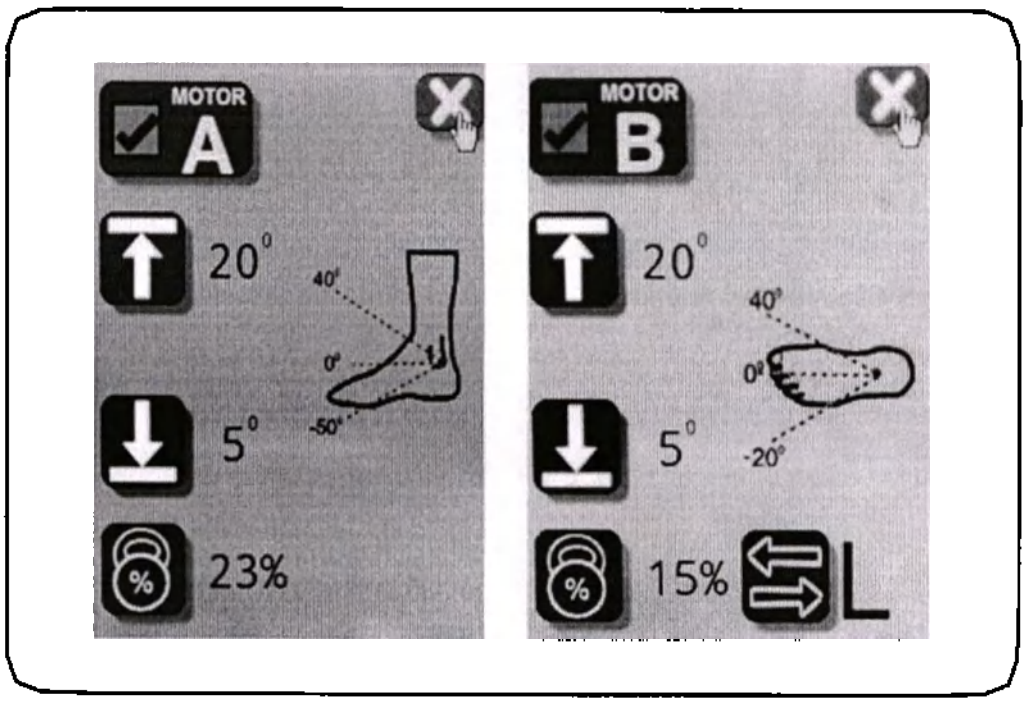

Рисунок 7.5 – Дисплей режима задания параметров механизмов
7.3 Дисплей режима задания параметров механизмов (см. рис. 7.5)
крайние положения. Минимальные и максимальные значения индивидуальны для каждого пациента и режима работы. Шаг настройки - 1°. Настройка амплитуды может осуществляться двумя способами: **1. Аппарат находится в стационарном состоянии. Пользователь знает требуемый диапазон.** 1.1.Для задания амплитуды движения для мотора А необходимо зайти в меню установок мотора А (рис.7.4). 1.2. С помощью кнопок ⊕, ⊖ перевести курсор на символ ⤒ и нажать кнопку OK (рис. 7.5). Задать требуемое верхнее значение диапазона для мотора А (для увеличения угла нажмите кнопку ⊕, для уменьшения - ⊖). 1.3. Нажать кнопку OK для подтверждения заданного значения и выхода из меню задания верхнего значения диапазона. 1.4. С помощью кнопок ⊕, ⊖ перевести курсор на символ ⤓ и нажать кнопку OK (рис. 7.5). Задать требуемое нижнее значение диапазона для мотора А. 1.5. Нажать кнопку OK для подтверждения заданного значения и выхода из меню задания нижнего значения диапазона. 1.6. С помощью кнопок ⊕, ⊖ перевести курсор на символ ✕, нажать на кнопку OK и выйти из меню настроек мотора А. 1.7. Повторить действия по п.1.1-1.6 для задания амплитуды движения мотора В. **2. Первичная настройка под пациента, выбор допустимых углов (активный поиск угла).** Задание угла осуществляется последовательным движением в выбранную точку. ⚠ **ВНИМАНИЕ! Для первичной настройки под пациента (задание амплитуды движения механизмов А и В) необходимо пациента разместить на аппарате и выполнить подстройку в соответствии с разделами настоящего руководства.** Для задания амплитуды движения необходимо: 2.1. Зайти в меню установок механизма А (рис.7.4). 2.2. С помощью кнопок ⊕, ⊖ перевести курсор на символ и нажать кнопку OK (рис. 8.5). Одновременно с удержанием кнопки ПУСК, кнопками ⊕ или ⊖, выставить верхнее значение диапазона работы мотора А, которое не будет вызывать болевых ощущений в суставе у пациента. 2.3. Нажать кнопку OK для подтверждения заданного значения и выхода